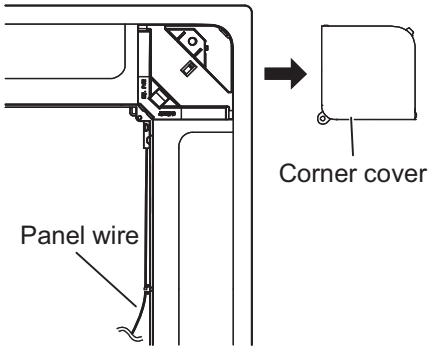

Fig. 8-33
2. Remove the suction grille and corner cover. (Fig. 8-33)